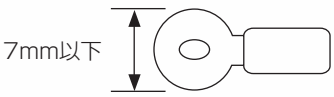

図1．圧着端子
- 端子台への結線は、M3.5用の圧着端子を使用してください。(図1参照)